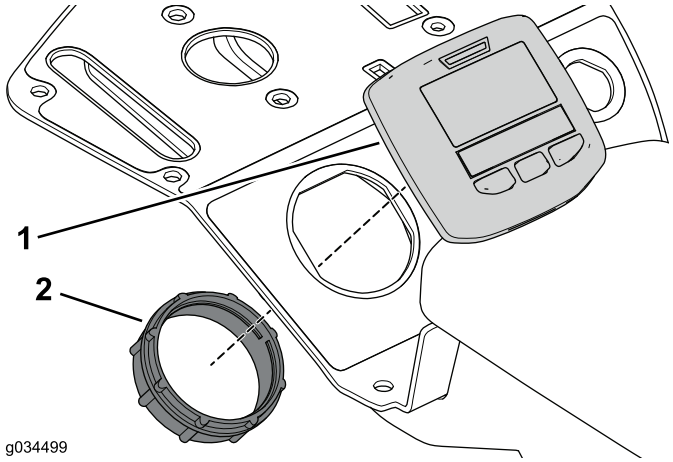

Figura 28
3. Utilizzate l'anello di fissaggio per fissare il display al gruppo consolle (Figura 28).